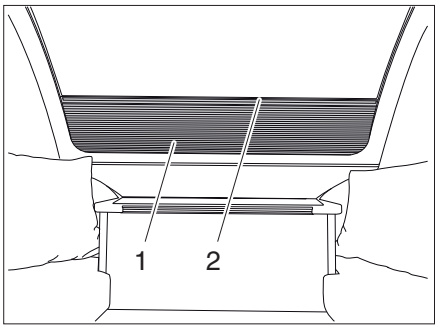

Fig. 40 Bug window blind
- Pull the blind upwards at the notch (Fig. 40,2).
- Pull the blind (Fig. 40,1) downwards at the notch (Fig. 40,2).